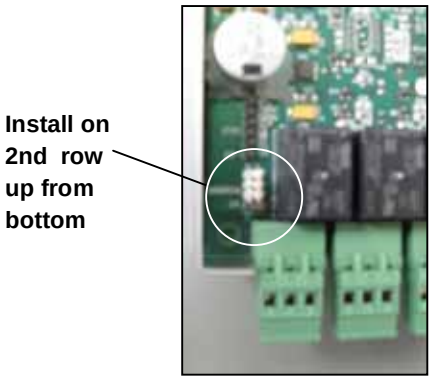

Figure 40: Address Jumper for #2 OM
2. See Figure 40 right. When installing two OM4 Output Module boxes, place the address jumper on the second OM4 on the sec-ond row of pins as shown. To do this, take off the four nuts securing the aluminum cover and remove it, exposing the circuit board. Set the jumper and replace the cover.